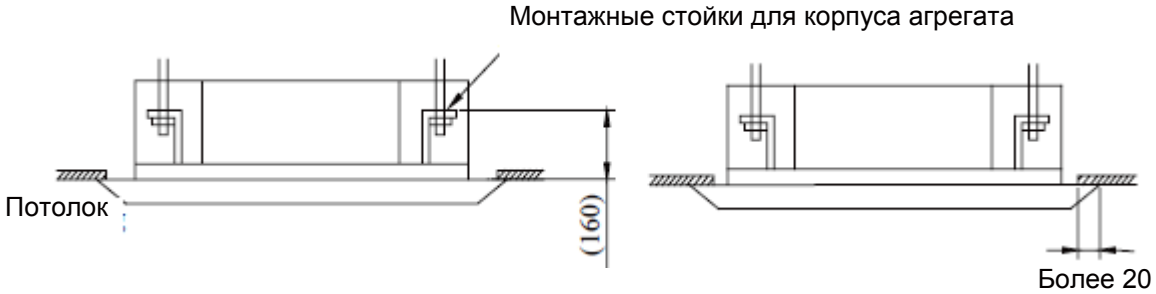

Рис. 3
3. Разместите блок в месте монтажа (см. Рис. 3).